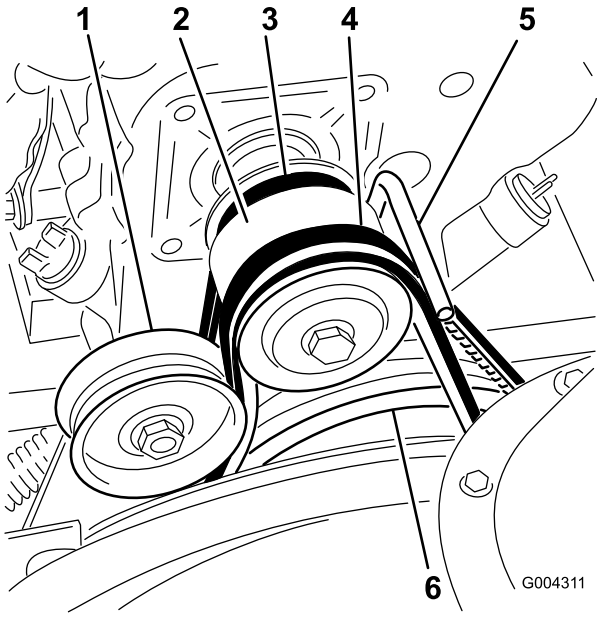

Figure 37
1. Flange-head bolt (2)
3. Loosen the belt guide (Figure 37).
4. Remove the auger/impeller drive belt from the engine pulley and the large auger/impeller pulley (Figure 37).
9. Remove the traction drive belt from the engine pulley and the large traction pulley (Figure 37).
11. Loop the belt over the engine pulley, ensuring that the belt is on the inside of the belt guide (Figure 37).
16. Install the auger/impeller drive belt around the large auger/impeller pulley and engine pulley, ensuring that the belt is on the inside of the idler pulley and the belt guide (Figure 37).
2. Loosen the belt guide (Figure 37).
3. Remove the auger/impeller drive belt from the engine pulley and the large auger/impeller pulley (Figure 37).
4. Install a new belt around the large auger/impeller pulley (Figure 37).
5. Loop the belt over the engine pulley, ensuring that the belt is on the inside of the idler pulley and the belt guide (Figure 37).